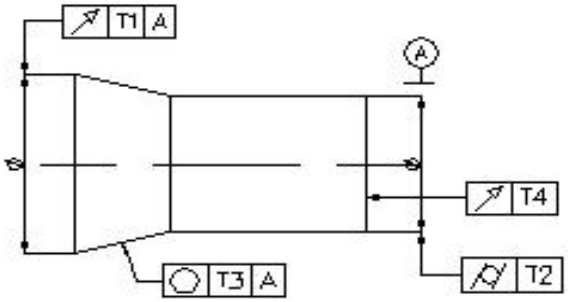

图 1
2、改正图 1 中各项形位公差标注上的错误（不得改变形位公差项目）。